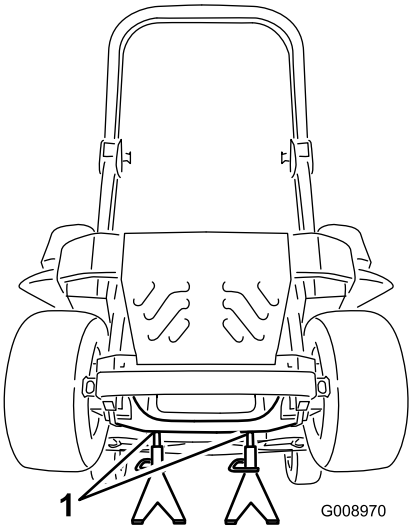

**Figur 83**
3. Løft maskinen, og understøt den med donkrafte (Figur 83).
9. Fjern donkraftene, og sænk maskinen (Figur 83).